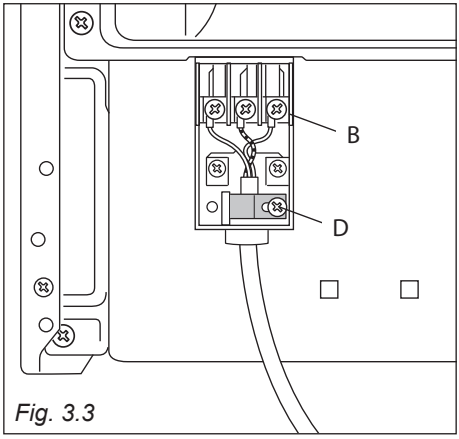

Fig. 3.3
- Unscrew cable clamp “**D**” (fig. 3.3).